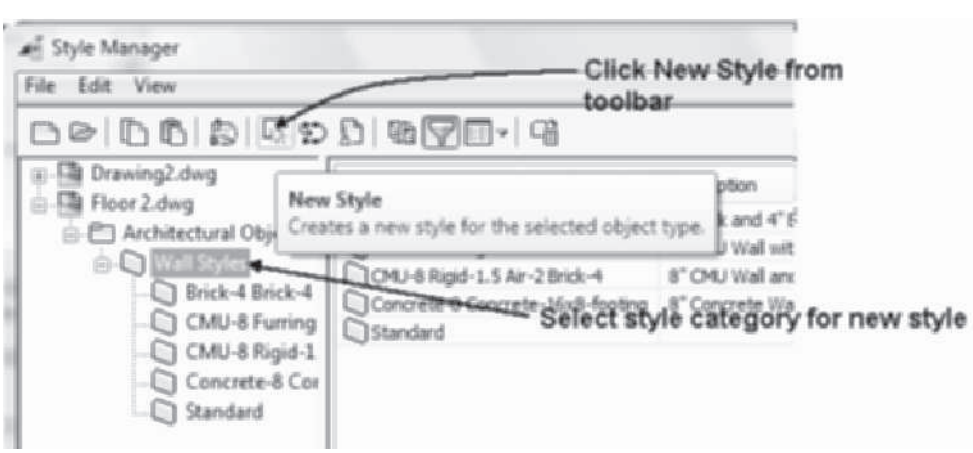
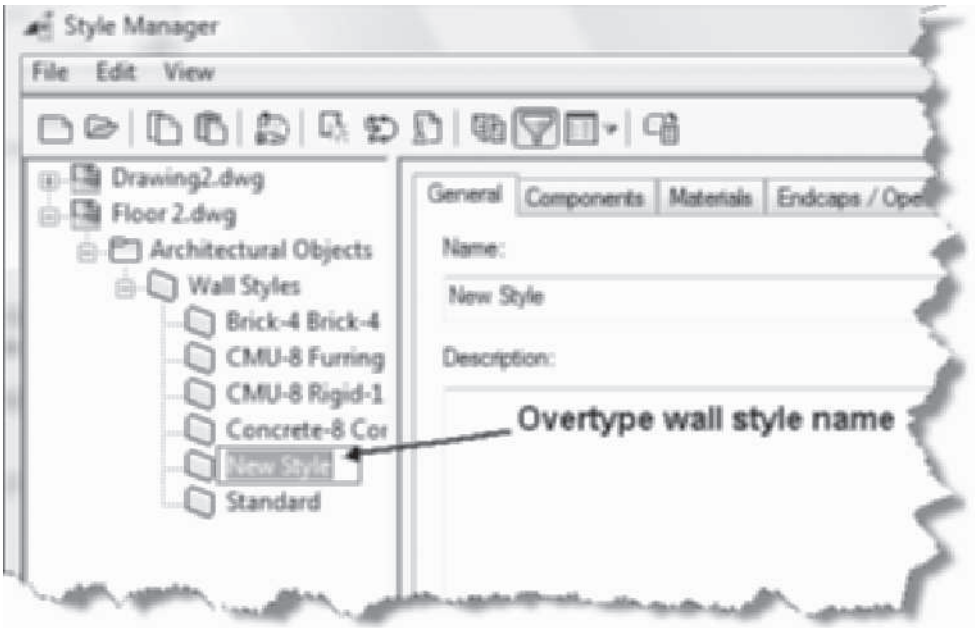

FIGURE 3.8 *New Style command of the Style Manager*
FIGURE 3.9 *New wall style name overtyped in the left pane*
The first step to create a new wall style is to establish a new name. Names for wall styles should be kept short and descriptive. Spaces are permitted in the wall style name; however, the inch symbol (") is not accepted. When you select the Wall Styles category and click the **New Style** button shown in Figure 3.8 on the Style Manager toolbar, the default name **"New Style"** is assigned and is highlighted in the left pane. You can overtype to enter a desired name. Specific properties of a wall style are defined in the Wall Style Properties pane as shown in Figure 3.9. Once a name has been created, it is listed in the style list of the left pane or tree view.
4. Click the **New Style** button in the **Style Manager** toolbar as shown in Figure 3.9.
5. Overtype a new name in the left pane as shown in Figure 3.9.